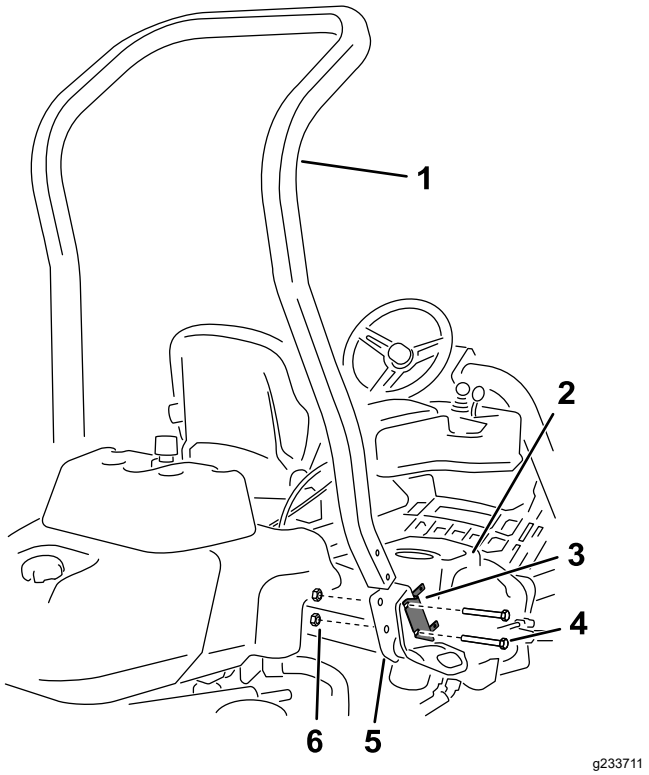

Figura 3
4. Retire los 2 pernos que sujetan el soporte del bloque de fusibles al soporte del ROPS, como se muestra en la Figura 3.